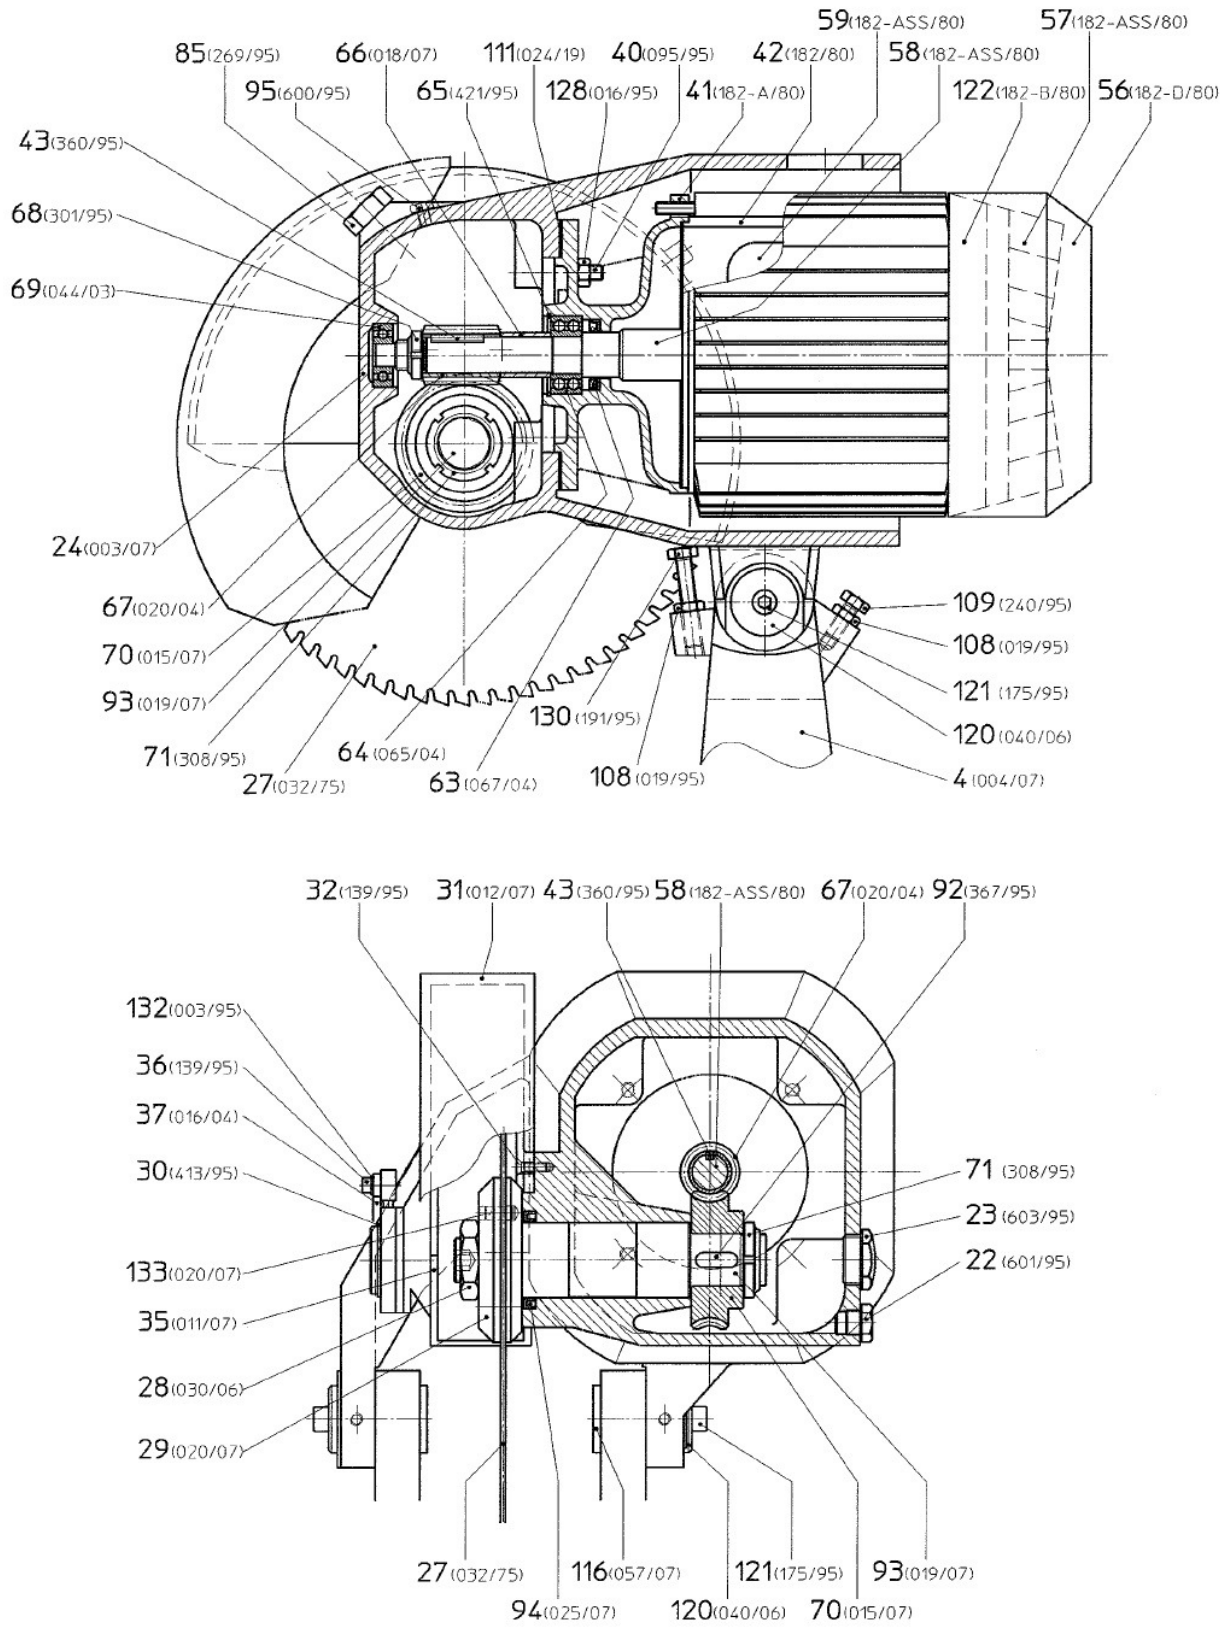

Abb. 13: Ersatzteilzeichnung 2 - MKS 350 H
Schritt 1: Die Verschluss-Schrauben [Abb. 13, 95 und 22] abschrauben und das gebrauchte Öl in einen Behälter ausfließen lassen.
Schritt 2: Verschluss-Schraube [Abb. 13, 22] wieder anschrauben.
Schritt 3: Getriebeöl (0,2 Liter) in die Einfüllöffnung einfüllen und die Verschluss-Schraube [Abb. 13, 95] anschrauben.